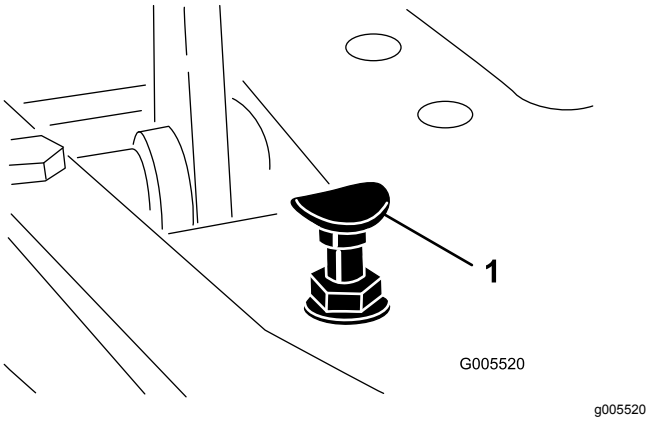

Figur 48
For at opnå maksimal transporthastighed skal du sætte funktionsbevægelseshåndtaget i TRANSPORT-positionen og trykke ned på traktionspedalen. Hvis pedalen berører stoppet (Figur 48), inden du mærker stramningen på kablet, skal du udføre følgende justeringsprocedure:
1. Sæt funktionsbevægelseshåndtaget i TRANSPORT-positionen, og løsn den låsemøtrik, der holder pedalstoppet på gulvpladen (Figur 48).